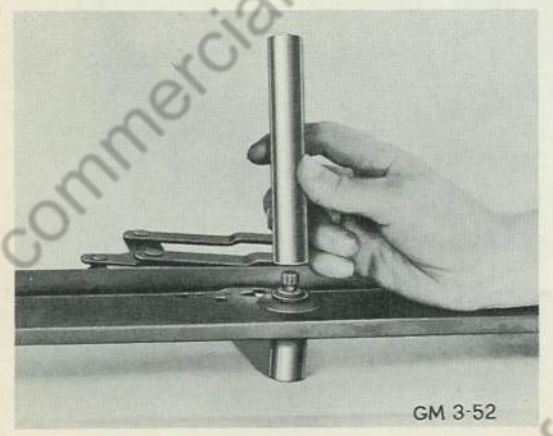

Fig. 14 Peening Door Latch Remote Control
7. To install new remote control unit place in position in latch rail, support unit on suitable metal support and peen flange, using special driver (CS-1190), Fig. 14.